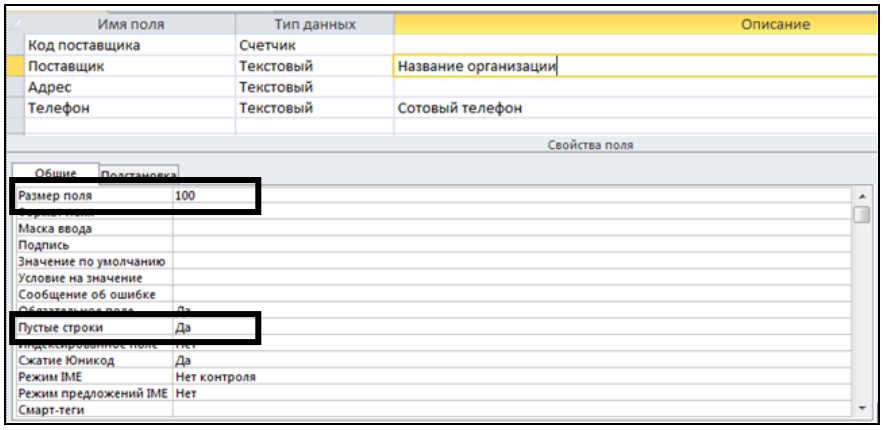

Рис. 2.12. Свойства поля *Поставщик*
3.2. Свойства поля *Поставщик* (рис. 2.12).